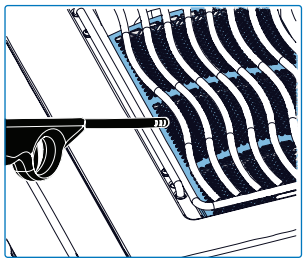

Fig. 8
3. Gire la perilla del quemador correspondiente en sentido antihorario hasta la posición HIGH hasta que se encienda **(Fig. 8).**